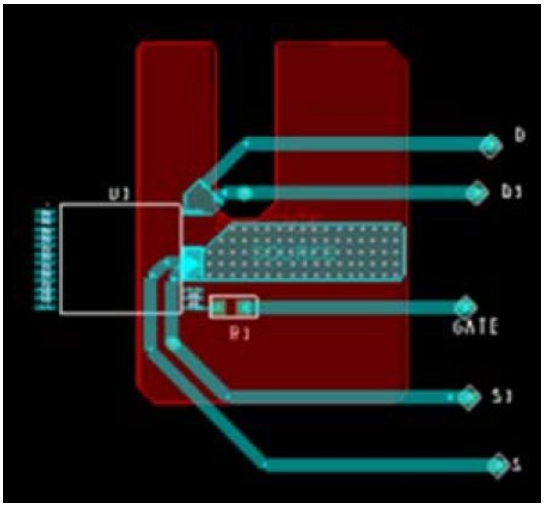

Figure 25. Thermal Resistance Test Conditions for PowiGaN Devices (INN3678C, INN3679C and INN3670C.)
Testing performed on custom thermal test PCB as shown in Figure 25. The test board consists of 2 layers of 2 oz. Cu with the InSOP package mounted to the top surface and connected to a bottom layer Cu heat sinking area of 550 mm^2.
4. Please see Figure 25.